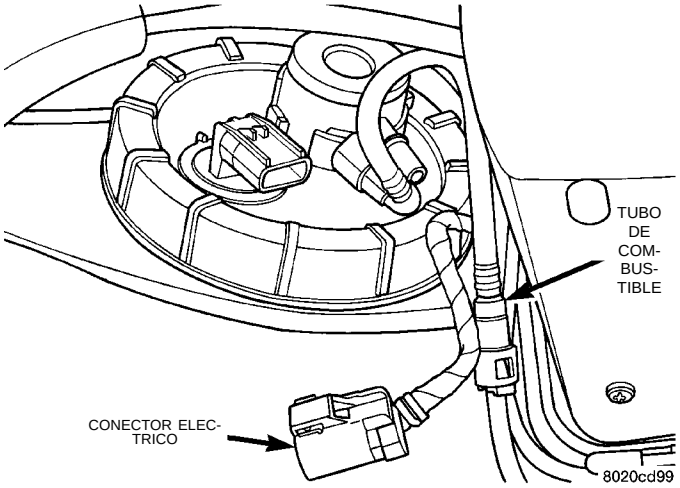
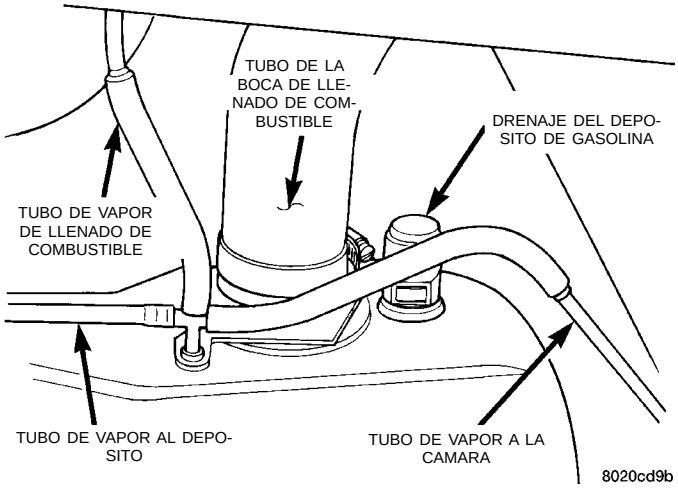

Fig. 32 Conector eléctrico del módulo de la bomba de combustible
Fig. 33 Tubos de la boca de llenado y de respiración
(4) Desconecte el conector eléctrico del módulo de la bomba de combustible (Fig. 32).
(5) Desconecte el tubo de combustible del Filtro/regulador de combustible. Consulte Racores de conexión rápida en la sección Distribución de combustible de este grupo.
(6) Soporte el depósito con el gato para transmisiones. Afloje los flejes de instalación del depósito y bájelo levemente.
(7) Desconecte el tubo de la boca de llenado de combustible y el tubo de respiración de la manguera de llenado en el depósito de combustible (Fig. 33).